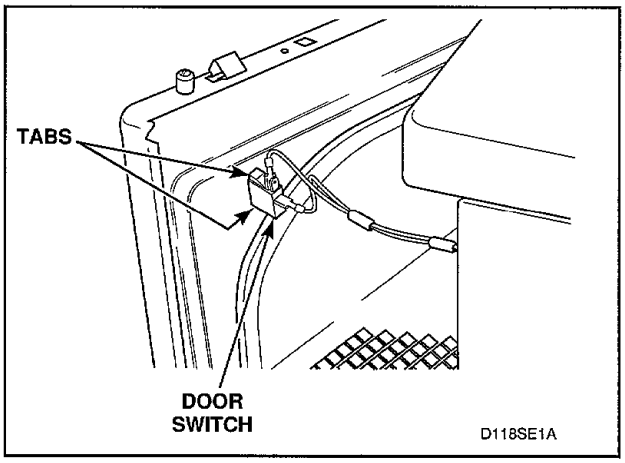

Figure 11
g. Disconnect wires from door switch, *Figure 11.*
d. Disconnect wires from door switch, *Figure 11.*